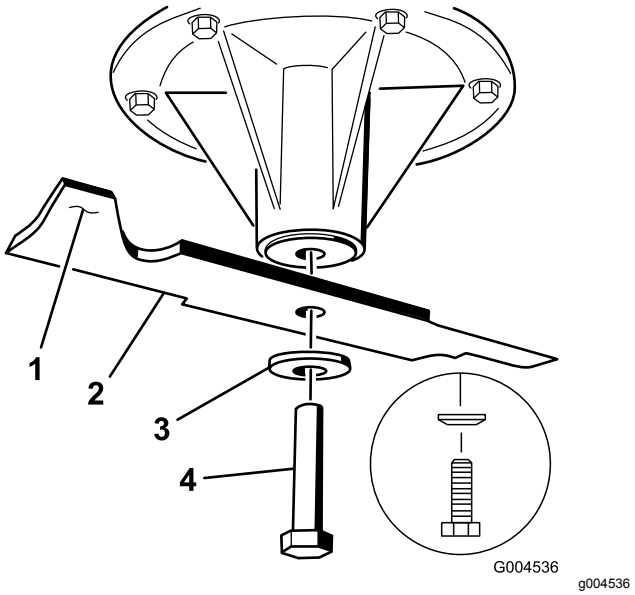

**Figur 81**
1. Monter skærekniven på spindelakslen (Figur 81).
2. Monter fjederskiven og knivbolten (Figur 81).
**Bemærk:** Fjederskivens konus skal installeres mod boltens hoved (Figur 81).